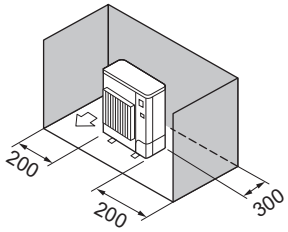

Fig. 2-9
③ Solo ostacoli posteriori e laterali (Fig. 2-9)